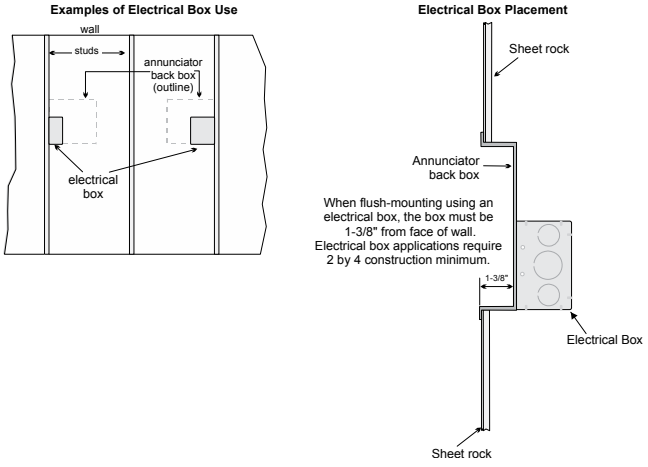

Figure 4.23 Placement of Electrical Box for Flush Mounting
1. Cut a hole in the sheet rock to the following dimensions: 8-1/4” W x 6-5/8”H. If an electrical box is used, the box must be 1-3/8” back from face of wall to accommodate the annunciator (see Figure 4.23).